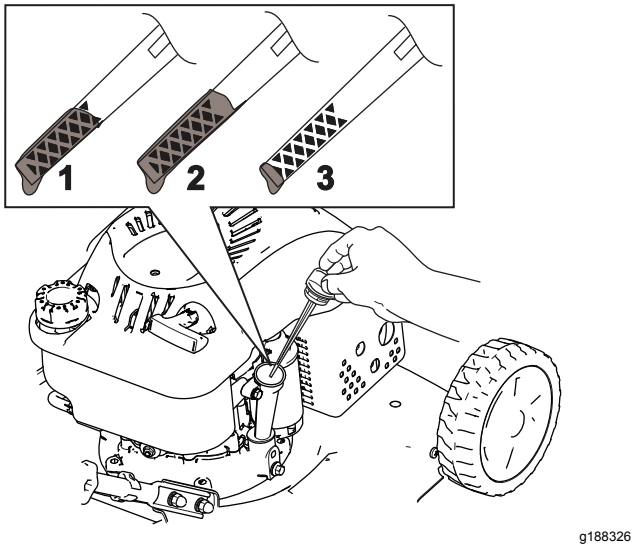

Figur 7
2. Lossa oljestickan genom att vrida locket moturs och dra stickan uppåt (Figur 7).
7. Läs av oljenivån på oljestickan (Figur 7).